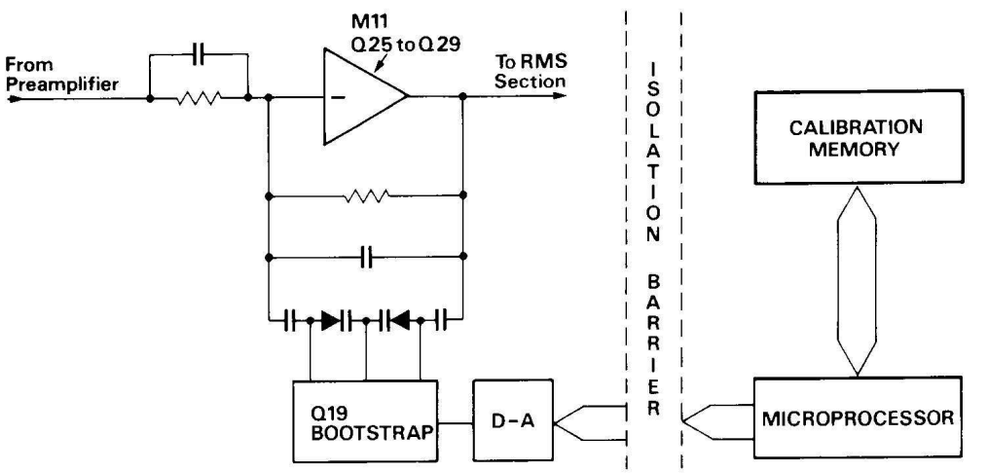

FIG. 3.26 SIMPLIFIED DIAGRAM OF AC HIGH FREQUENCY COMPENSATION
During the calibration cycle, the microprocessor notes and stores the high frequency (HF) error of each range. When AC volts is selected the compensation information for a particular range is recalled by the microprocessor, transferred across the isolation barrier and latched on to M13, M14 (Drawing No. 430328 sheet 5), see Fig. 3.26. As in the case of the Input Current Compensation (section 3.2.2.5), the output from the latches is applied to a digital-to-analog converter, AN2. The voltage produced is fed to the AC converter via connector J1 pin 11 and applied to varicap D11. The varicap is thus adjusted to give the amplifier chain a flat frequency response.
During the calibration cycle, the microprocessor notes and stores the high frequency (HF) error of each range. When AC volts is selected the compensation information for a particular range is recalled by the microprocessor, transferred across the isolation barrier and latched on to M13, M14 (Drawing No. 430328 sheet 5), see Fig. 3.26.